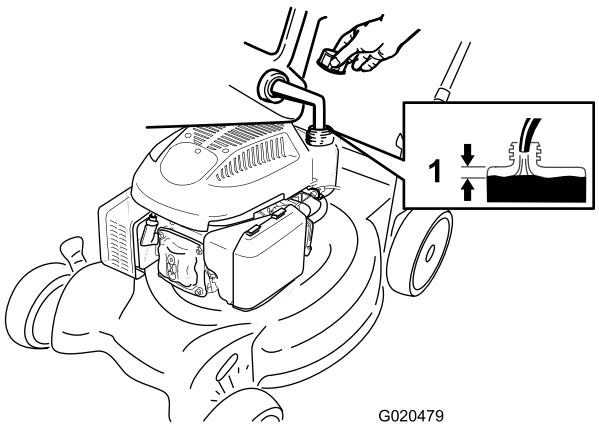

Figuur 10
1. Reinig de omgeving van de tankdop en verwijder de dop (Figuur 10).